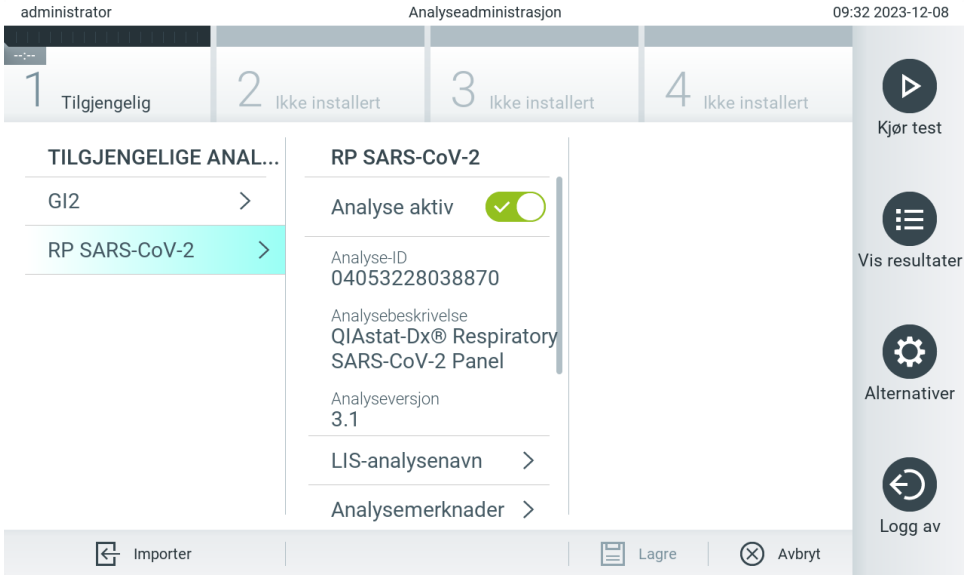

Figur 57. Administrere tilgjengelige analyser.
1. Trykk **Options** (Alternativer) > **Assay Management** (Analyseadministrasjon) for å få tilgang til skjermen Assay Management (Analyseadministrasjon). De tilgjengelige analysene er angitt i den første kolonnen i innholdsområdet (figur 57).